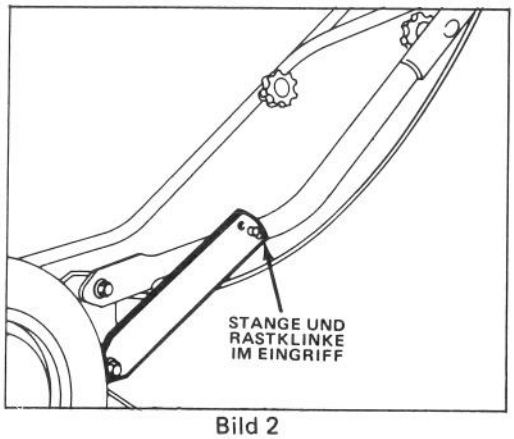

Bild 2
2. Stange nach hinten schwenken, bis Gritbolzen ins Mittelloch der Rastklinke einrastet (Bild 2). Sicherstellen, daß sich Kontrollkabel nach hinten und innerhalb des Schiebegestänges befinden.